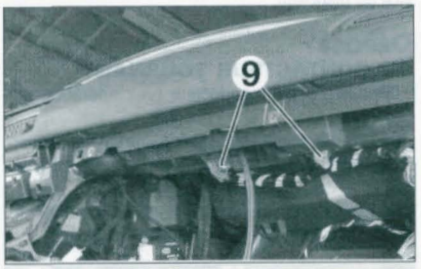

FIGURE 9-15
• Déposer les deux vis de fixation (9) de l'airbag passager sur la traverse de planche de bord **(figure 9-15)**.